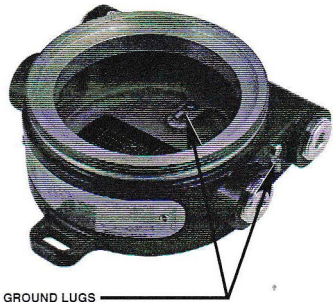

Figure 10—Ground Lug Locations
- Figure 10 shows the ground lug locations.